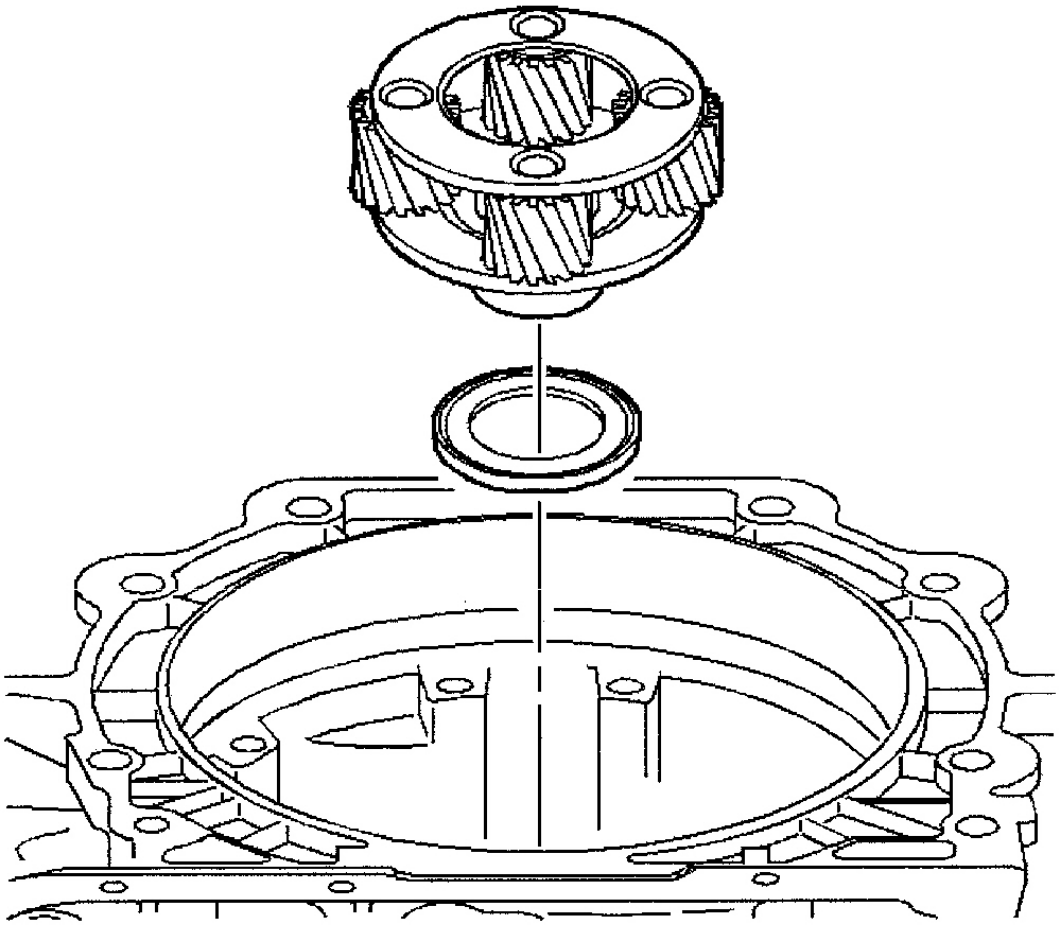

Fig. 22: Removing/Installing Input Carrier Assembly
2. Remove input carrier-to-output shaft retainer ring. See **Fig. 21** . Remove input carrier (planetary). Remove input carrier thrust bearing from reaction carrier shaft. See **Fig. 22** .